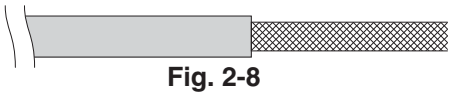

Fig. 2-8
(1) Remove cable coat not to scratch braided shield. (Fig. 2-8)
(2) Ravel braided shield carefully and put tightly braided shield together.